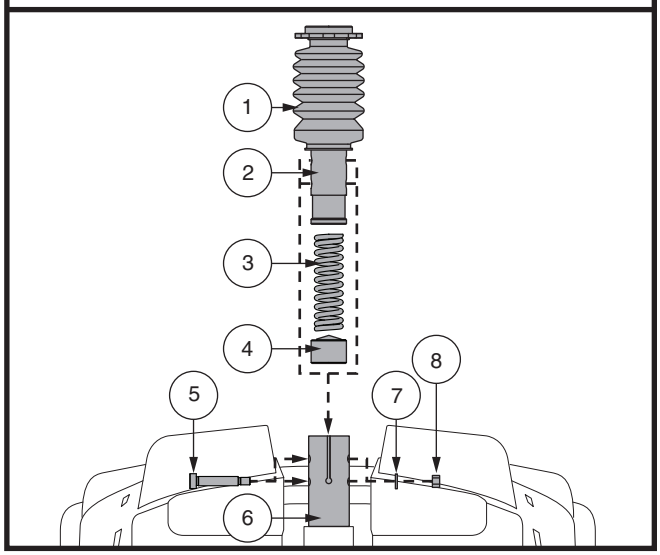

Figure 22. Reglage Hauteur du Siege - Montant du Siége Comfort
4. Poussez vers le bas le montant du siège tout en desserrant et en enlevant le boulon à épaulement, la rondelle et l'écrou. **Voir la figure 22.**
6. Installez le ressort de confort désiré. **Voir la figure 22.**